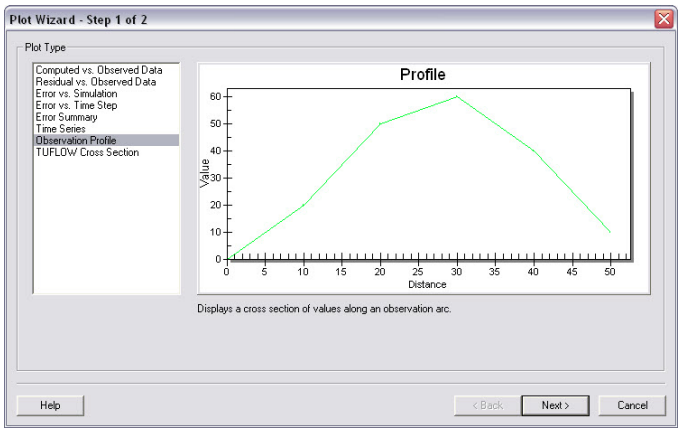

Figure 41. *Plot Wizard* Step 1.
1. Click *Display*, *Plot Wizard*, and click Observation Profile (which should have the display in Figure 41 and *Next* should be available if the arcs were generated in the *Observation Type Coverage* in the above *Create an Arc* section), click *Next*,